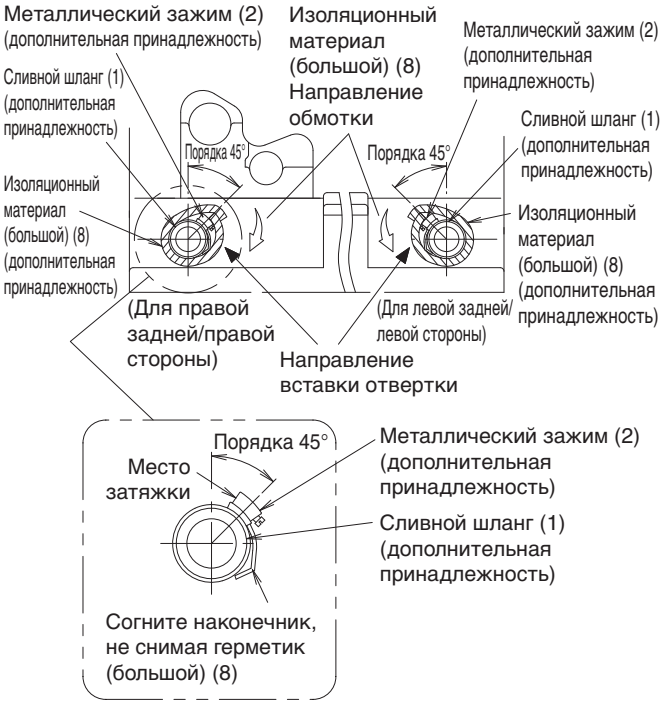

Рис. 26
(Устанавливайте металлический зажим (2) таким образом, чтобы место соединения зажима находилось под углом 45°, как показано на **рис. 26**)
- Загните конец металлического зажима (2), чтобы изоляционный материал не образовывал выпуклость. **(См. рис. 26)**